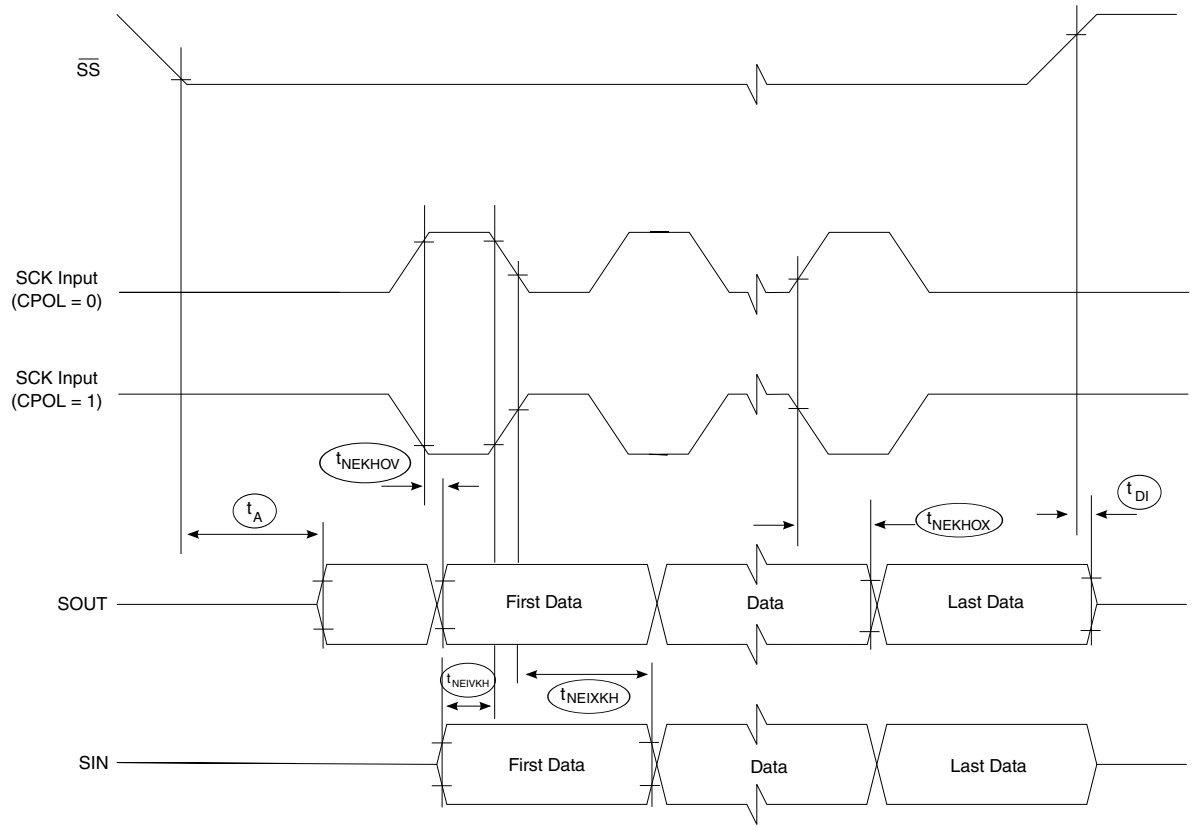

Figure 60. SPI timing slave, CPHA = 1
8. See Figure 60. on page 162.